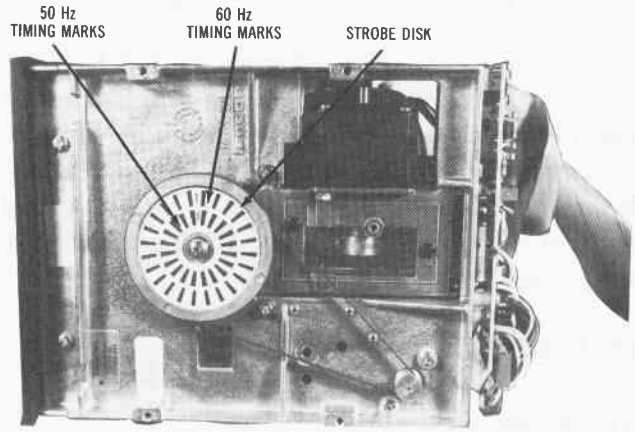

Fig. 4-9. The disk drive set on its side with the strobe wheel facing you.
1. Disassemble the drive and set it on its side, as shown in Fig. 4-9.
3. Locate the timing marks on the strobe disk, as shown in Fig. 4-9. The outer circle of markings is used for 60 Hz electrical systems such as are common in the United States. The inner circle of strobe markings is used with 50 Hz line power such as that found in Europe. This concept of speed adjustment is amazingly simple, and quite accurate. When you place the strobe disk in the light of fluorescent light and cause the disk to spin, you will notice that the strobe disk marks slowly rotate in one direction or another, depending on whether the disk speed is fast or slow. This action is much like the effect of movie film when stagecoach wheels seem to be ro-tating in the direction opposite the movement of the coach. The wheels are rotating at a different speed than the film is moving through the projector so you see this strange effect. The marks on the strobe